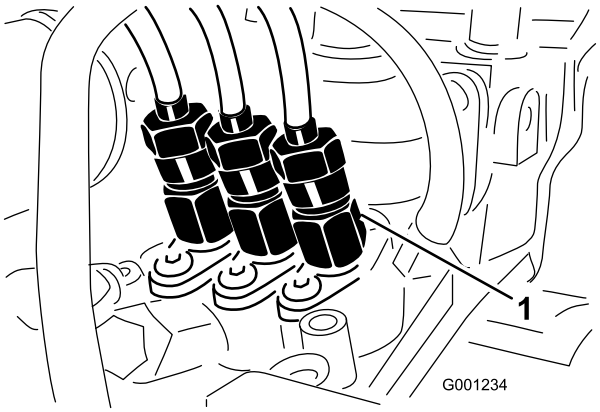

**Figur 52**
1. Lossa röranslutningen till insprutarmunstycke nr 1 och hållaren vid injektionspumpen (Figur 52).